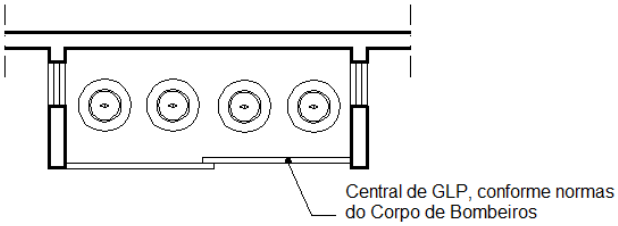

FIGURA 25: Central de GLP / Vista em planta.
C.1.26) Central de GLP: Deve ser projetada em conformidade com as normas do Corpo de Bombeiros, devendo tal observação constar no projeto (FIGURA 25).
C.1.27) Acessibilidade Universal: Todo projeto deverá respeitar a Lei Federal 10.098 de 19/12/2000 e as Leis Municipais 3.016 de 30/06/1997, 3.858 de 14/10/2003 e 3.419 de 15/01/2001, bem como as Normas Brasileiras da ABNT. A seguir, apresentamos uma tabela síntese (figura 25-A), e as principais adequações exigidas nos projetos a serem aprovados: